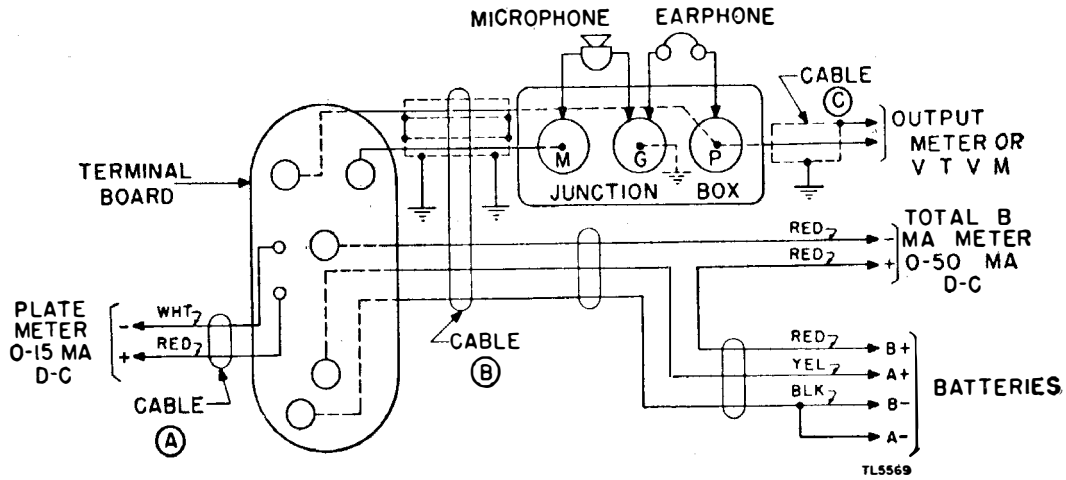

Figure 58. Test Equipment IE-15-A, harness connections.
c. A special test harness cord supplied with the stand provides connections for the batteries, r-f amplifier plate current meter, total B current meter, audio output meter, earphone, and microphone. The schematic drawing of this harness is shown in figure 58. The 15-milliampere meter is used to measure the r-f amplifier plate current; the 50-milliampere meter is used to measure the total Battery BA–38 current. The terminal board attached to the harness provides a simple method of making the connections to the chassis.